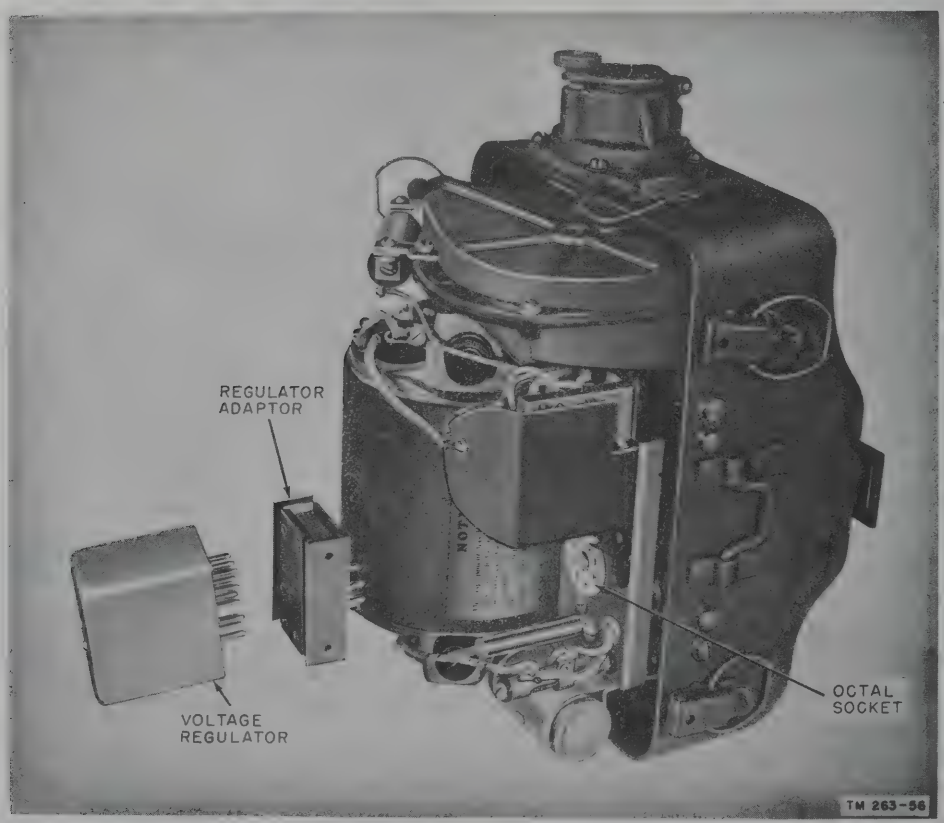

Figure 148. Replacement of early model voltage regulator with later model, in Generator GN–58–A (early models), by means of adapter.
a. The only pluck-out part in the hand generator is the voltage regulator unit. The top half of the generator housing is fastened to the bottom by clamps. On some models, the clamps are fastened to the bottom half of the housing by screws. These screws must be completely removed before the clamps can be released. Once the top half is lifted off the bottom half of the housing, the voltage regulator unit is clearly seen. Figure 148 shows an old model of Generator GN–58–A. This type of regulator has an octal socket and has been superseded with a new type of regulator. The new regulator is used on the latest models of Generator GN–58–A and, by means of an adapter plug, may be inserted into the old models. Within the adapter are resistance units to accommodate the new regulator to the old model generator. The bottom of the adapter has an octal base; the top has 14 holes into which the prongs of the new type regulator are inserted. If the old regulator is known to be defective, remove it and plug the adapter into the octal socket in the generator chassis. Place the new type voltage regulator in the adapter. Readjustment of resistor 245 (*b* below) may then be necessary.